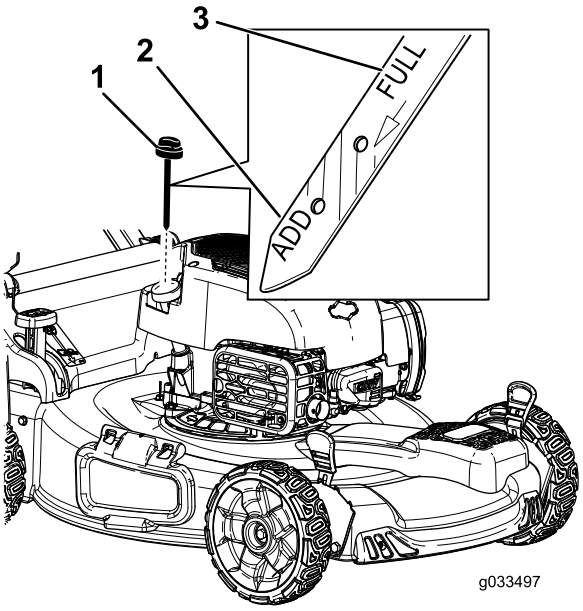

Bild 32
6. Nehmen Sie den Peilstab aus dem Öleinfüllstutzen (Bild 32).